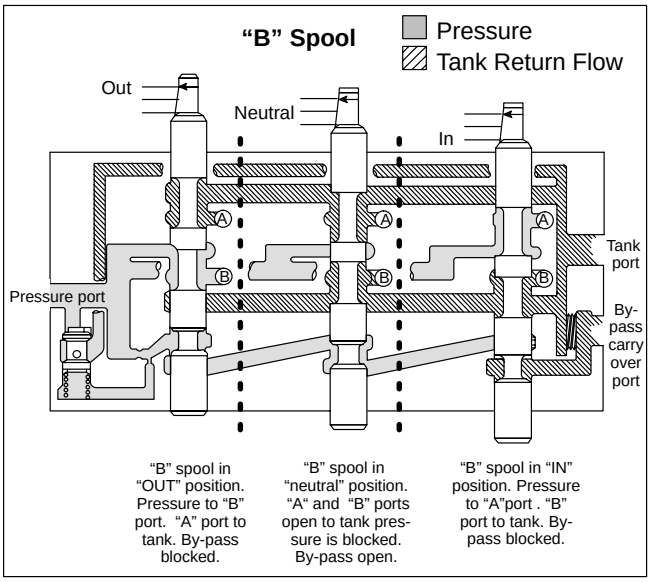

Figure 3.
a. **"B"- Motor Spool** - "B" spools are used when flow is directed to the operation of a hydraulic motor instead of a cylinder. These spools are double acting in character so that the motor may be rotated in either direction. The cylinder ports are left partially open in the neutral position to allow free flow of oil between the motor and reservoir. See Figure 3 for spool position vs. flow characteristics.